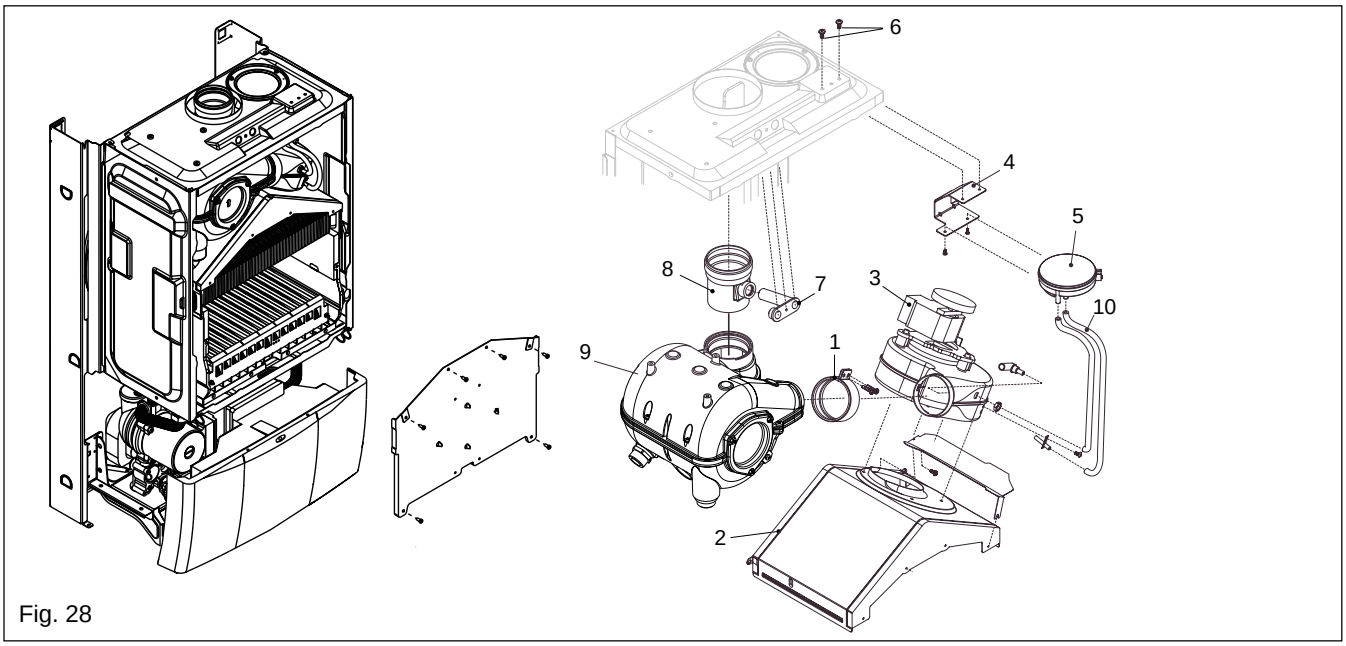

Fig. 28
**Fig. 28:** disconnect the electrical connections and silicone tubes (10) attached to the fan, noting their positions. Locate and remove the screws (6) that secure the analogue pressure switch assembly (4 & 5). Locate and remove the screws that secure the flue hood and air baffle, disconnect the flue clip (1) from the fan-flue elbow, and gently ease the fan (3) & flue hood assembly (2) from its location. Locate and remove the four screws that secure the fan to the flue hood. Remove the fan to flue elbow. Replace in the reverse order. Ensure all seals are in good condition, taking care to ensure they are replaced correctly.
**Fig. 28:** locate and remove the two screws (6) holding the air pressure switch to the air chamber. Disconnect the electrical connections and silicone tubes (10) attached to the air pressure switch, noting their positions. Replace in the reverse order. Ensure all seals are in good condition, taking care to ensure they are replaced correctly.